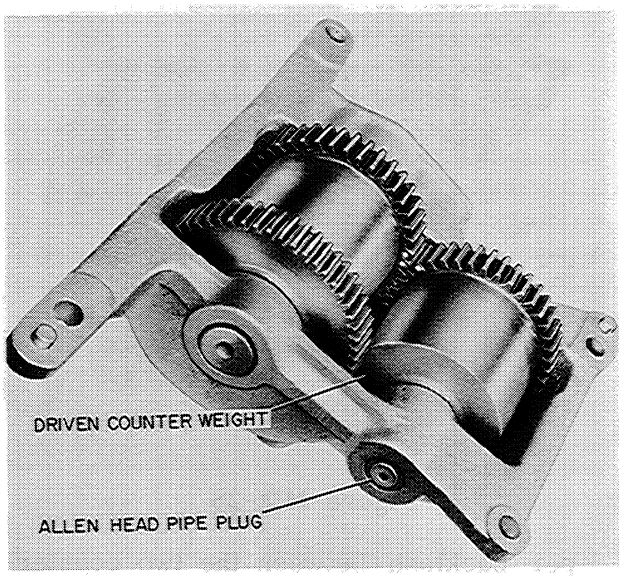

Figure MM-30
8. Install the Allen Head pipe plug in the idler shaft opposite the oil pump end, Figure MM-30.